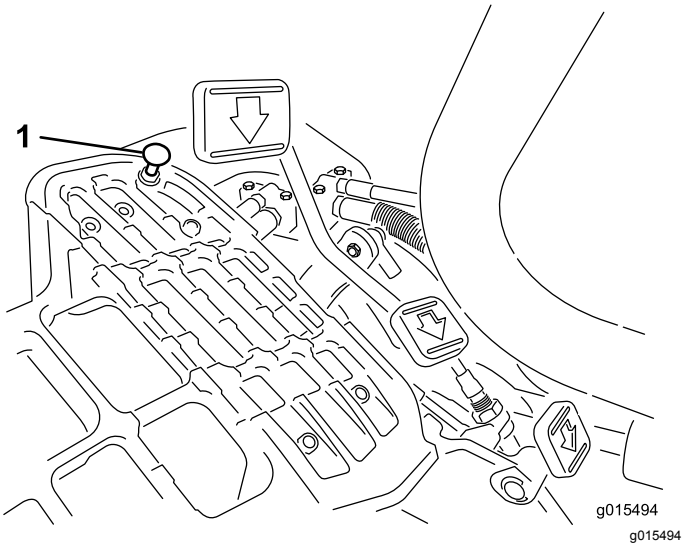

Figur 34
Du kommer upp i maximal transporthastighet genom att flytta funktionsreglaget till TRANSPORTLÄGET och trycka ned gaspedalen. Om pedalen får kontakt med stoppet (Figur 34) innan du känner någon spänning i kabeln genomför du följande justeringsprocedur:
1. Flytta funktionsreglaget till TRANSPORTLÄGET och lossa på låsmuttern som fäster pedalstoppet vid golvplattan (Figur 34).